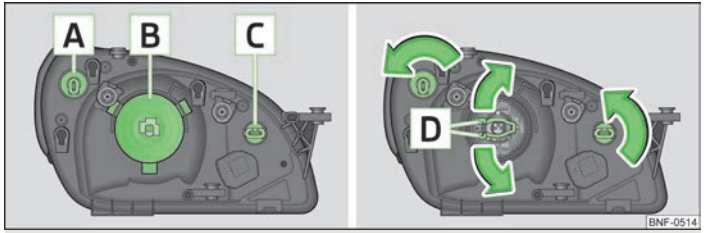

Fig. 122 **Left headlight - engine compartment: Arrangement/lamp removal**
A - Front turn signal light» Fig. 122
- Turn the bulb holder A » Fig. 122**anti-clockwise** up to the stop and remove.
- Remove the connector on the bulb B » Fig. 122.
- Turn the bulb holder C » Fig. 122**anti-clockwise** up to the stop and remove.